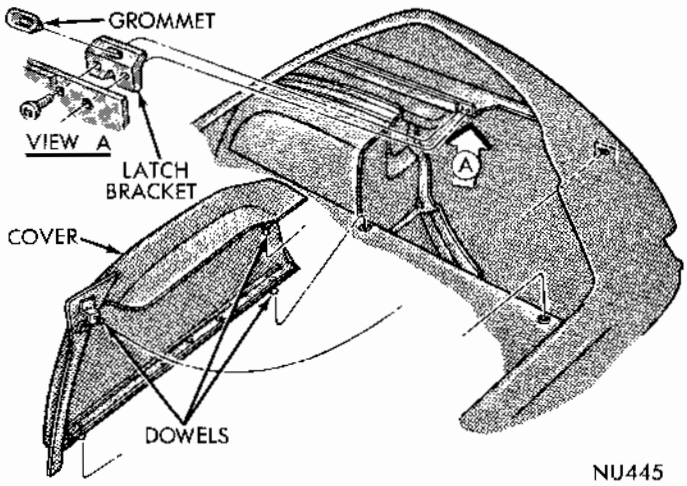

Fig. 1 Spare Tire Cover
(1) Remove spare tire cover assembly (Fig. 1).